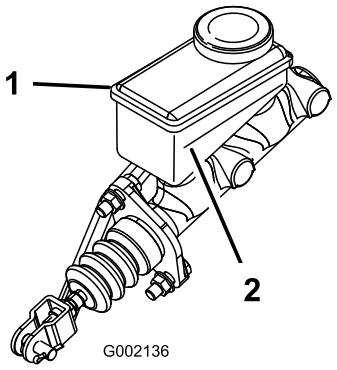

Figur 50
2. Kig på siden af beholderen. Standen skal være over minimumlinjen (Figur 50). Hvis væskestanden er lav, skal området rundt om påfyldningsdækslet rengøres, påfyldningsdækslet afmonteres og beholderen fyldes til ovenfor minimumlinjen. Fyld ikke for meget på.